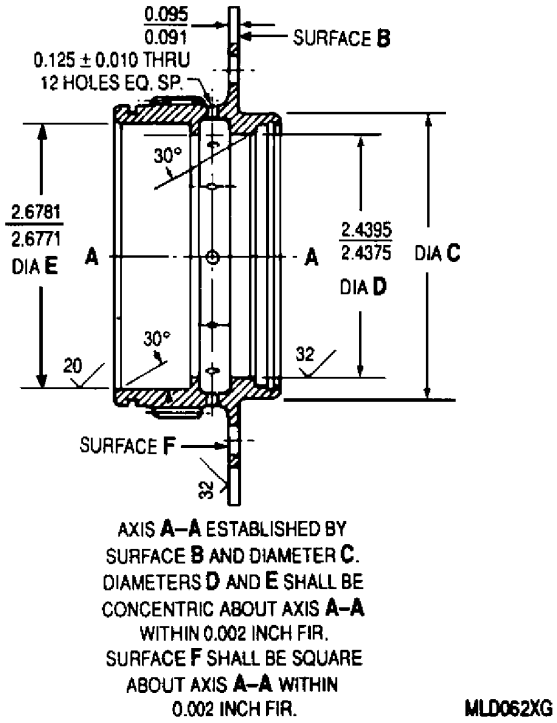

Figure 21. Starter Shaft Bearing Flange − Repair
(3) Chrome plate Surface B area. Refer to WP 018 00.
(4) Finish grind to limits shown maintaining the 63 RMS surface finish. Plate thickness shall not exceed 0.010 in.
(5) MPI gear.
a. Repair starter shaft flange. Refer to Disposition column, table 4 and figure 21.